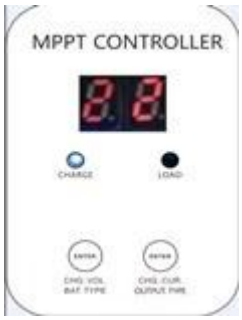

Figura 2.1 & nbsp; & Nbsp; Figura 2.2
2.1 ENTER1 tasto: premere il tasto sinistro ENTER1 Mostra 2 tensione della batteria digitale (se si è in carica, poi mostra 2 tensione di carica digitale), per esempio, la tensione della tensione della batteria o di carica è 13.5V, esso shows13, vedere la Figura 2.1; Press ENTER1 & nbsp; un po 'più a lungo, gli utenti possono impostare i tipi di batterie.